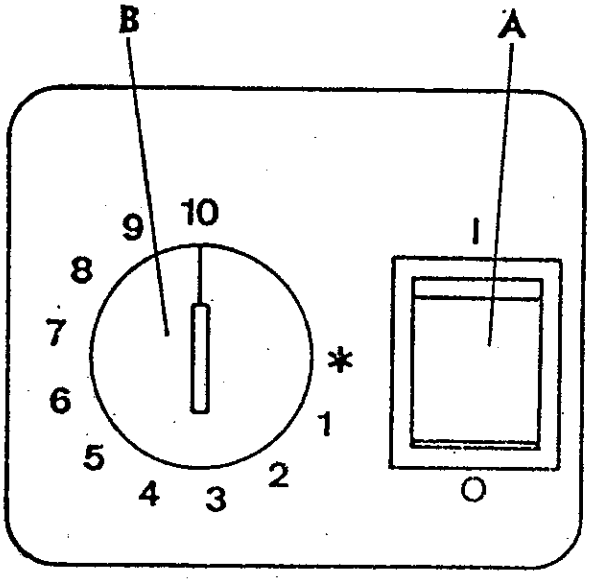

Fig. 7
1) l'interrupteur à bascule (A) commande la marche ou l'arrêt de l'accumulateur et du convecteur fig. 7.
1) Het in- en uitschakelen van de nachtstroomkachel en de convector gebeurt met een tuimelschakelaar (A) - fig. 7.
Das Gerät wird mit dem Schalter A (siehe Fig. 7) ein bzw. ausgeschaltet. Ist das Gerät eingeschaltet, wird auf dem Schalter eine rote Markierung sichtbar.
Mit dem Regelknopf B (siehe Fig. 7) wird auf der Skala ✻ - 10 die gewünschte Temperatur eingestellt.